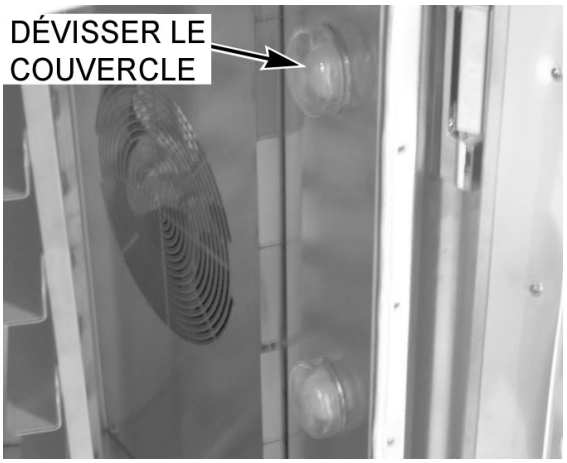

Fig. 4
A. Appliquez une torsion sur le couvercle de la lampe (Fig. 4) pour le désengager de la douille d'ampoule et retirez-le de la douille.